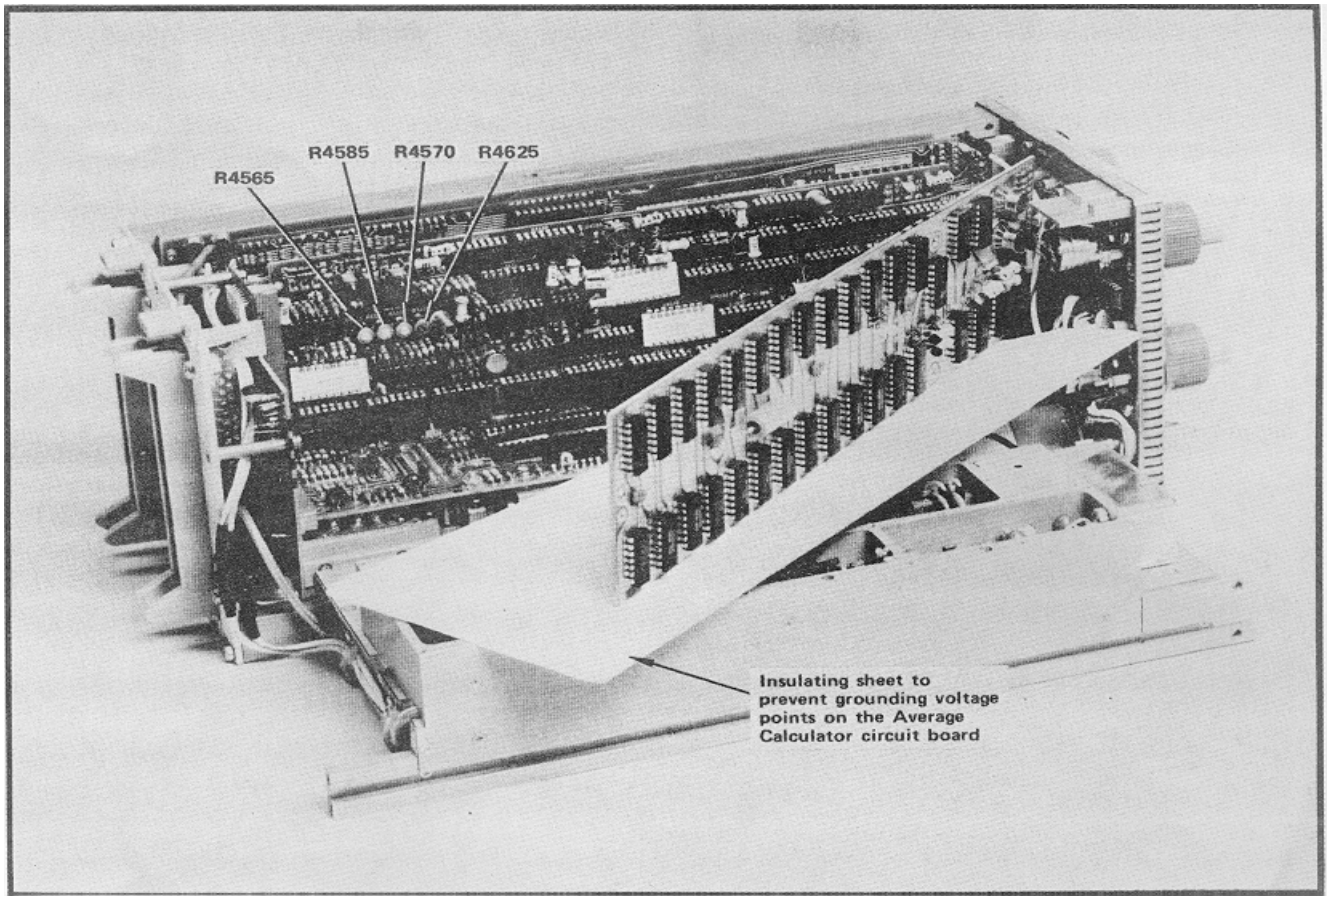

Fig. 4-20. Digital Storage test points and adjustments.
a. --- Preparation: Turn the power off. Remove the Digital Averaging board to gain access to the adjustments on the Digital Storage board. Place the Digital Averaging board alongside or on top of the instrument with a piece of insulation material, such as a sheet of paper, between the ,back of the board and the instrument (Fig. 4-20). This will prevent accidentally grounding the exposed solder points on the circuit board
d. --- Adjust R4585 (Fig. 4-20) slowly ccw, from a fully cw position, until all of the display (include the display edges) remain stored at the end of sweep. Turn R4585 slightly past this point to assure stability.
e. --- Increase the sweep rate to 10 ms or 5 ms, then adjust the Horizontal Offset with R4570 (Fig. 4-20) to place the stored 500 kHz marker under the frequency DOT. Check accuracy by switching the DIGITAL STORAGE off and on. The marker location for the non-store and stored displays should be the same.
f. ---- Adjust the Horizontal Gain, with R4625 (Fig. 4-20), so the stored 4500 kHz marker is aligned with the non- store marker. Check the accuracy by switching the DIGITAL STORAGE off and on.
h. --- Adjust the storage Vertical Gain, with R4565 (Fig.4-20) so the amplitude of the stored display and the n store display are the same.